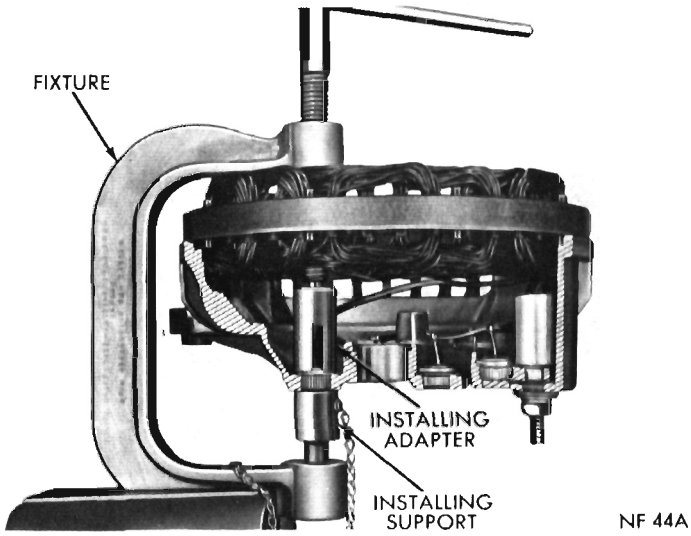

Fig. 34—Installing a Rectifier
(1) Check rectifier identification to make sure correct rectifier is being installed. Refer to Parts List for rectifier identification.
(2) Start rectifier squarely into mounting hole.
(3) Support heat sink or rectifier end shield on installer adapter of Tool C-3928. With the installing adapter positioned on the rectifier, carefully apply pressure with tool pressure screw until the installer tool, rectifier, rectifier end shield or heat sink are in alignment and after determining that rectifier is started squarely in the casting, slowly apply pressure with tool pressure screw until you feel the collar of rectifier bottom against casting (Fig. 34). **Make sure installer support adapter fits square around the rectifier inner boss and that pressure is applied on outer rim of rectifier.**